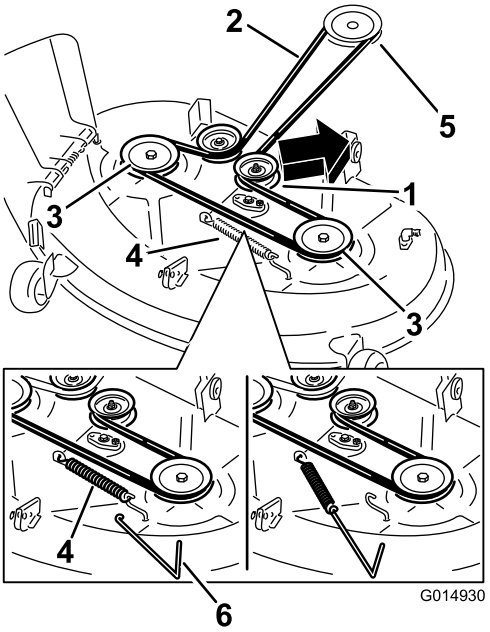
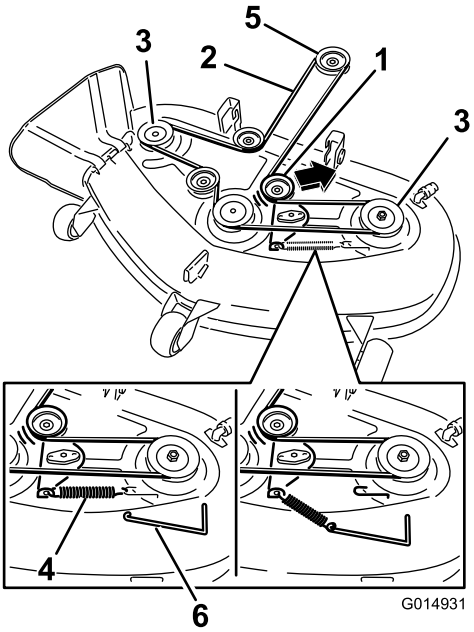

Figure 67
Figure 68
4. Using a spring removal tool, (Toro part no. 92-5771), remove the idler spring from the deck hook to remove tension on the idler pulley and roll the belt off of the pulleys (Figure 67 and Figure 68).
5. Route the new belt around the engine pulley and mower pulleys (Figure 68).
6. Using a spring removal tool, (Toro part no. 92-5771), install the idler spring over the deck hook and placing tension on the idler pulley and mower belt ((Figure 67 and Figure 68)).